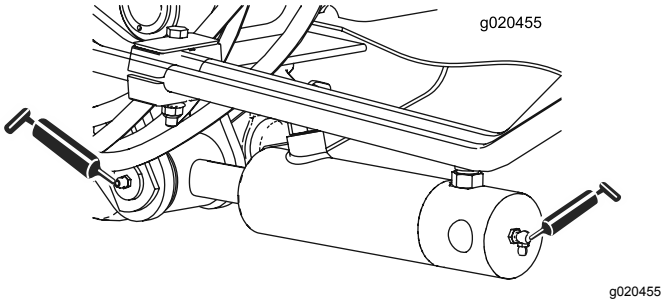

Figuur 63
- Lagerbussen van hefarmcilinder (2 elk) (Figuur 63)